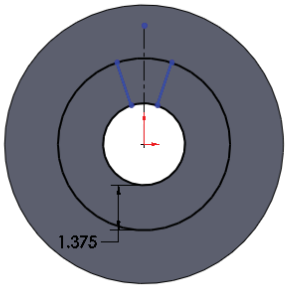

Figure 2-34 *Sketch after trimming the entities*
25. Move the trim cursor closer to the entity inside the smallest circle of the sketch and click when the entity is highlighted; the entity is trimmed. Next, move the trim cursor closer to the next entity that is inside the smallest circle of the sketch and click when the entity is highlighted; the entity is trimmed, refer to Figure 2-34.